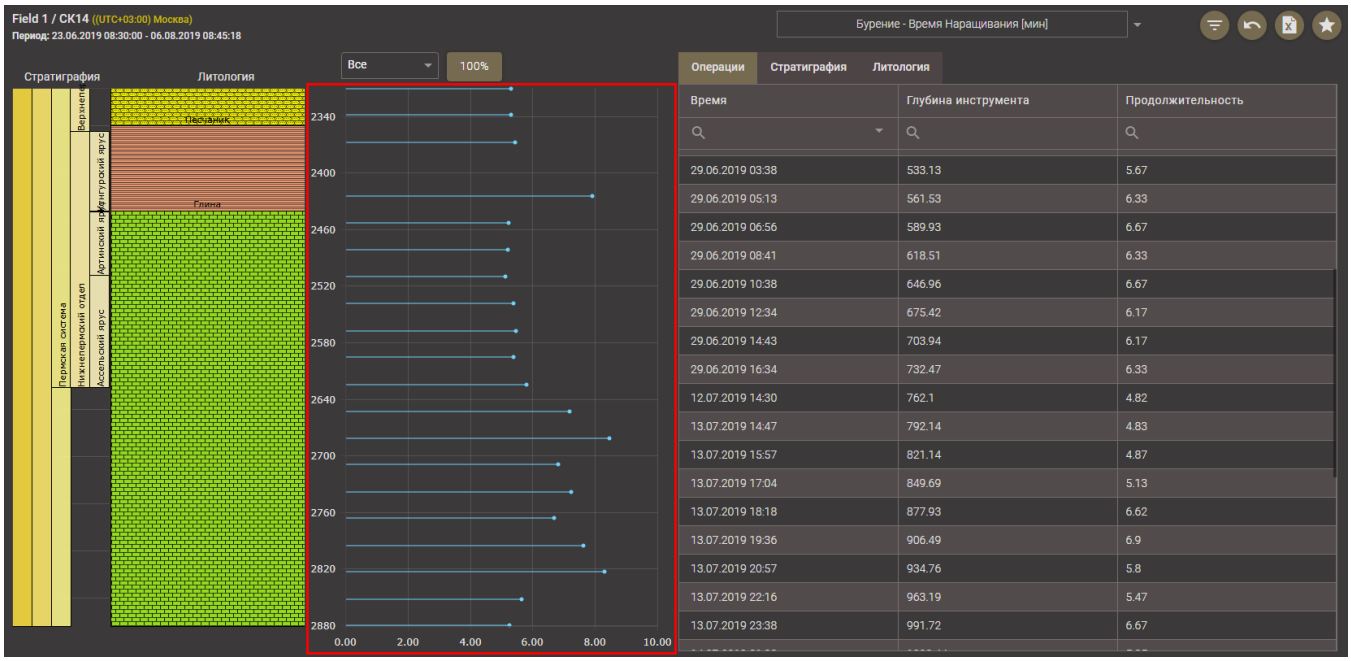

Рис. 2.92
2) На игольчатой диаграмме и в таблице на вкладке «Операции» отобразятся данные для выбранного показателя эффективности. (рис. 2.92).